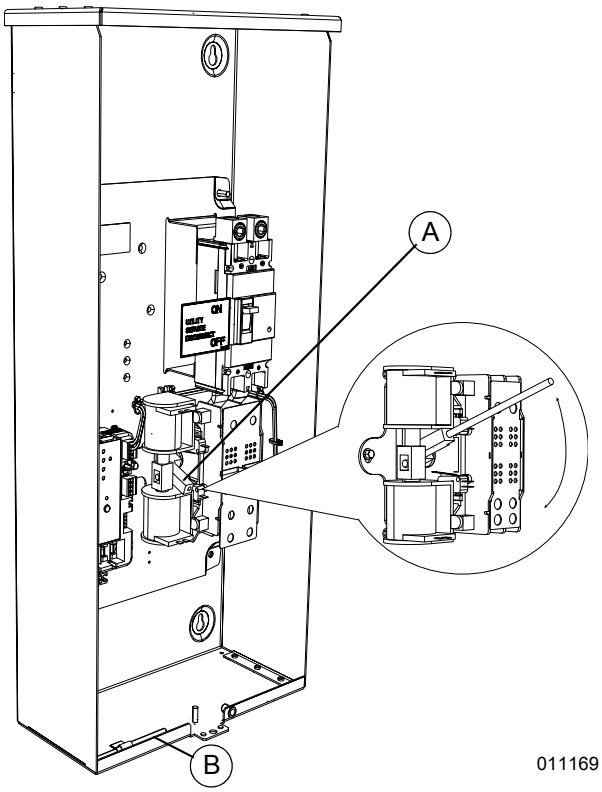

Figura 4-1. Operación manual
Consulte la ***Figura 4-1***. Se envía una manilla manual (B) con el manual del interruptor de transferencia. Se debe revisar la operación manual ANTES de que se opere el interruptor de transferencia de manera eléctrica. Para revisar la operación manual, realice lo siguiente:
3. Observe el brazo portador móvil del contacto para observar la posición de los contactos principales del mecanismo de transferencia (A). Esto se puede ver a través de la ranura angosta larga en la cubierta interior. La parte superior del brazo portador móvil del contacto es amarilla para identificarla fácilmente.
Antes de continuar, observe la posición de la manilla de operación manual (A) en la ***Figura 4-1*** para verificar la posición del interruptor. Si la manilla está HACIA ARRIBA, los contactos están cerrados en la posición de energía eléctrica (normal); no se necesita hacer nada más. Si la manilla está HACIA ABAJO, continúe con el Paso 1.
Antes de continuar, observe la posición de la manilla de operación manual en la ***Figura 4-1*** para verificar la posición del interruptor. Si la manilla está HACIA ABAJO, los contactos están cerrados en posición del inversor (reserva). No se necesita hacer nada más. Si la manilla está HACIA ARRIBA, continúe con el Paso 1.